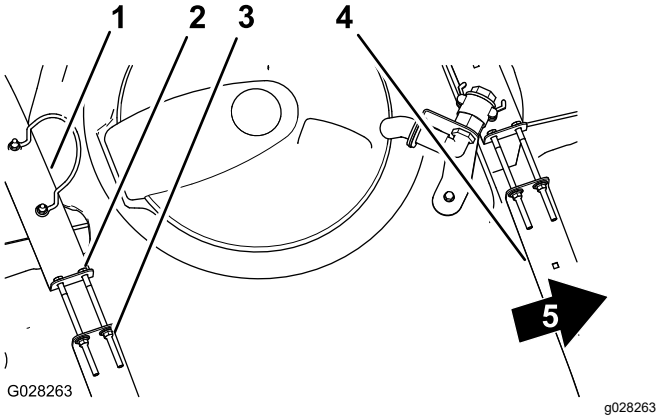

**Bild 31**
2. Prüfen Sie, ob Sie zwischen den Behälterriemen und dem Behälter eine Bewegung feststellen können (Bild 31).
3. Wenn die Behälterriemen lose am Behälter angebracht sind, ziehen Sie die Sicherungsbundmutter und Schrauben oben an den Riemen an, bis sie mit der Behälterfläche bündig sind (Bild 31).